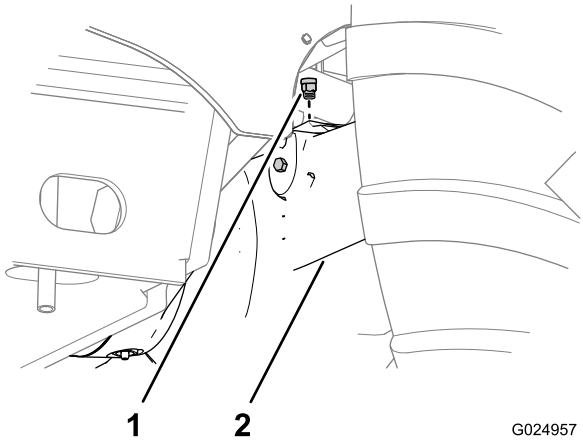
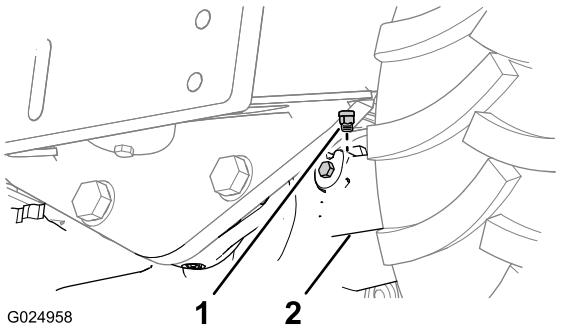

Figura 91
Figura 92
1. Limpie la zona alrededor de los respiradores con un disolvente (Figura 91 y Figura 92).
2. Retire los respiraderos de los ejes delantero y trasero (Figura 91 y Figura 92).
5. Instale los respiraderos en los ejes delantero y trasero (Figura 91 y Figura 92).